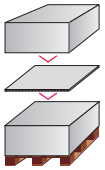

rys. 8
- Podczas budowania palety należy zwracać szczególną uwagę na równomierne rozłożenie poszczególnych elementów, aby ułożone jedne na drugich nie powodowały przechylania się jej na boki w trakcie transportu **(rys. 8)**.